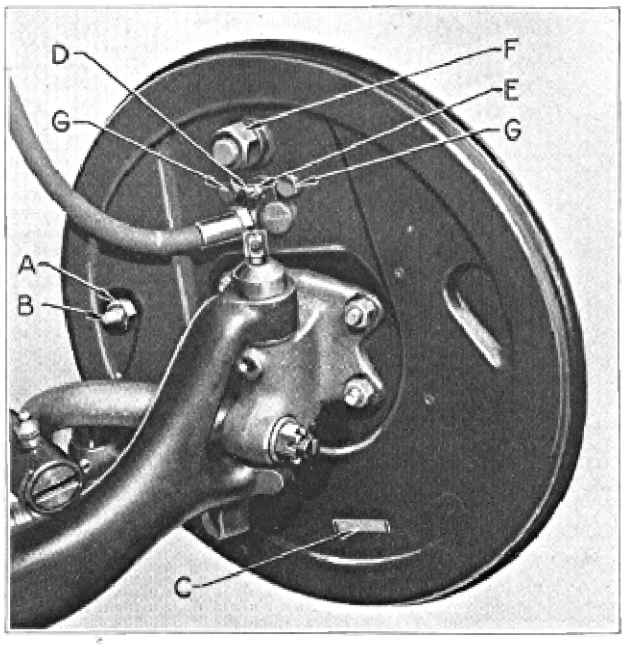
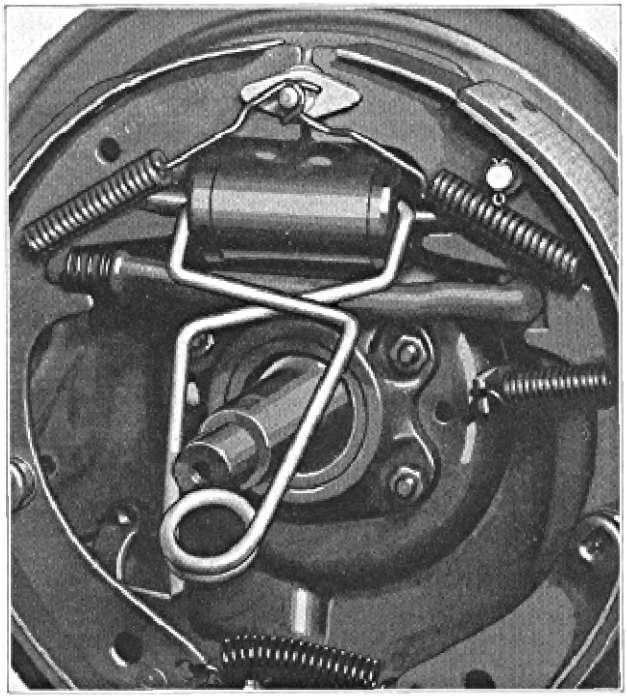
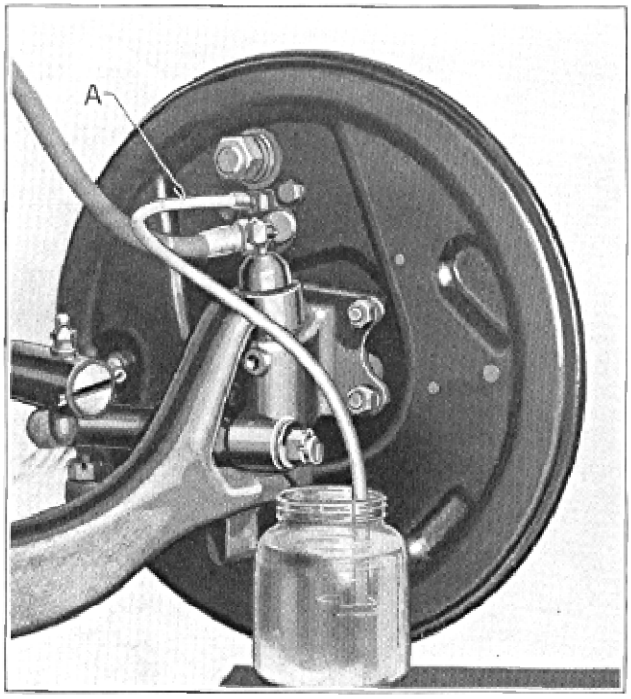

Figure 4
Figure 5
Figure 7
Disconnect front tube from hose at frame bracket. Remove hose lock nut (21), Figure 1, at frame bracket. Remove the two cylinder fastening screws (G), Figure 4, on rear of shield. Place piston clamp on wheel cylinder as shown in Figure 5. Remove brake shoe retracting springs (3-5-15), Figure 6, which permits shoes to move outward. Remove connecting links (12) between cylinder pistons and brake shoes. Cylinder and hose may be withdrawn as a unit.
Disconnect rear tube from cylinder fitting. Remove the two cylinder fastening screws (G), Figure 4, on rear of shield. Place piston clamp on wheel cylinder as shown in Figure 5. Remove brake shoe retracting springs and connecting links. Cylinder may then be withdrawn.
Remove screw (D), Figure 4, from end of bleeder valve and attach bleeder tube (A), Figure 7. Allow tube to hang in clean container, such as a pint mason jar. Unscrew bleeder valve (E, Figure 4), three-quarters of a turn and depress foot pedal by hand, allowing pedal to return to released position slowly. This gives a pumping action which forces fluid through tubing and out at wheel cylinders, carrying with it any air that may be present.
There are only two points of adjustment in the braking system to compensate for brake lining wear. The *Eccentric Adjustment* (B), Figure 4, centralizes the brake shoes in the drum. The *Adjusting Screw* (10), Figure 6, takes up the clearances between the lining surfaces and the brake drums.
(1) Jack up all wheels clear of the floor.
(2) Remove clevis pins which attach rear wheel cables to equalizer bar.
(3) After uncovering adjusting holes (C), Figure 4, and feeler gauge holes in brake drums, AT EACH WHEEL: Loosen eccentric lock nut (A) and insert .010" feeler gauge between the lining of secondary (eccentric controlled) shoe and brake drum. Turn the eccentric adjustment (B) in the direction of forward wheel revolution until .010" feeler is just snug at anchor and adjusting ends of secondary shoe. Tighten eccentric lock nut.